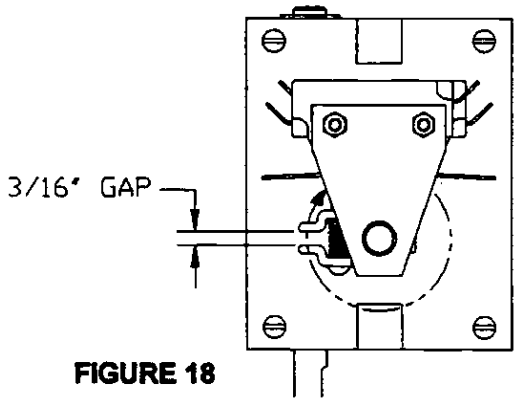

FIGURE 18
- So that limit switches accurately stop the door in the full open and closed position, the limit switch cams must operate their respective switches by striking the steep ramp of the switch lever. See Figure 18.
- To insure consistent limit switch action, the gap between cam jaws should not exceed 3/16". See Figure 18.